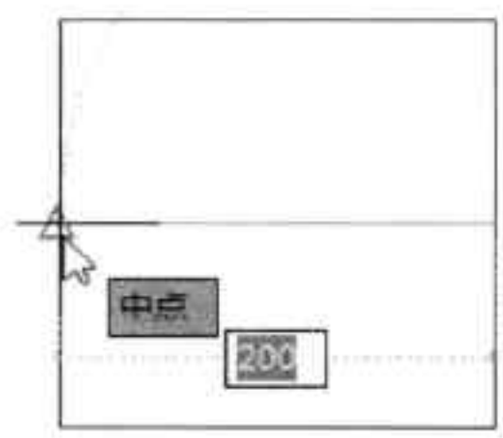

图2-14 捕捉矩形两侧中点
Step 02 将光标移至矩形内，捕捉矩形两侧中点为直线的起点和端点，完成中线的绘制，如图2-14所示。